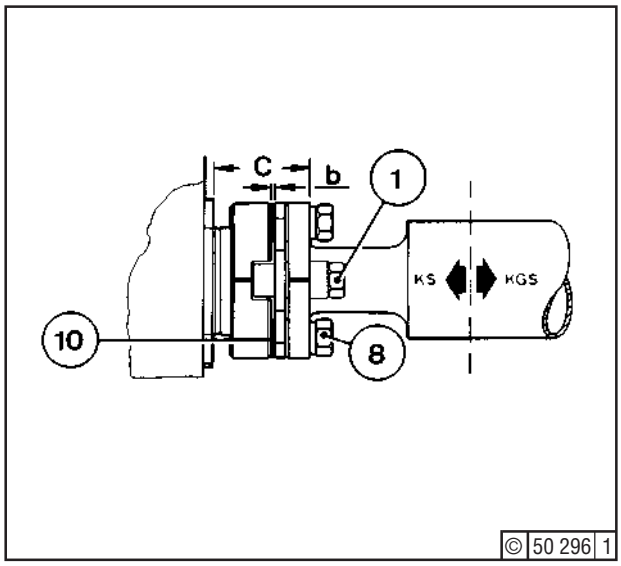

Fig. 6
- Move shaft to both end positions - drive end and free end - Fig. 6.
- Determine thickness of shims (10) - Fig. 6: max. dimensions “b” minus half clearance.
- Insert fitted bolts (1) - Fig. 6 - and secure hand-tight alternately with fitted bolts (8).